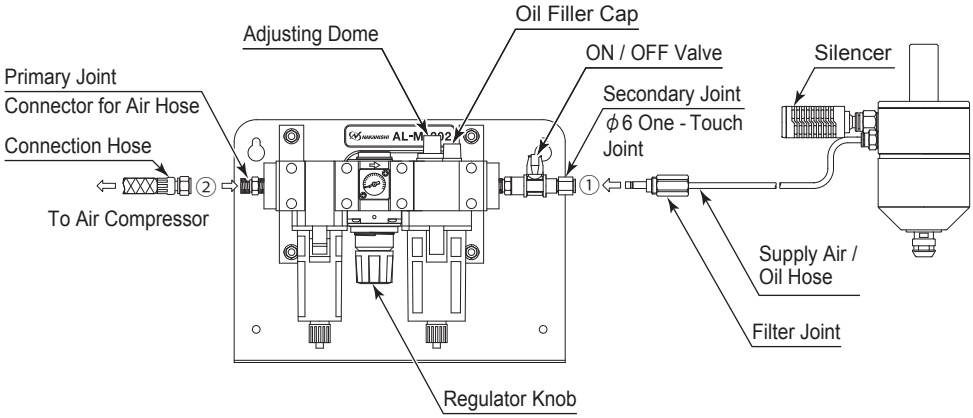

Fig. 7 Connection of Air Line Kit " AL - M1202 (Sold Separately) "
① Connect the air hose to the φ6 One - Touch Joint on the Air Line Kit.
② Connect the silencer to the φ8 One - Touch Joint of the Air Turbine Spindle.
③ Connect the Filter Joint of the supply air / oil hose to the Secondary Joint (φ6 One - Touch Joint) of the Air Line Kit (Fig. 7 ①).
④ Fill Oil Reservoir through the Oil Filler Cap with recommended NAKANISHI Lubricating Oil (K - 211 : Air Line Kit's Standard Accessories) to Upper Limit. Disconnect from air supply prior to opening Oil Filler Cap. Do not over or under fill.
⑤ Connect the connection hose (Air Line Kit's Standard Accessories) to the Primary Joint of the Air Line Kit and Compressor (Fig. 7 ②).
⑥ Supply air from the air compressor and turn the Regulator Knob to set air pressure between 0.3 - 0.5 MPa (43.5 - 72.5psi).
⑦ Turn the ON / OFF Valve to ON and rotate the Air Turbine Spindle according to the recommended proper air pressure.